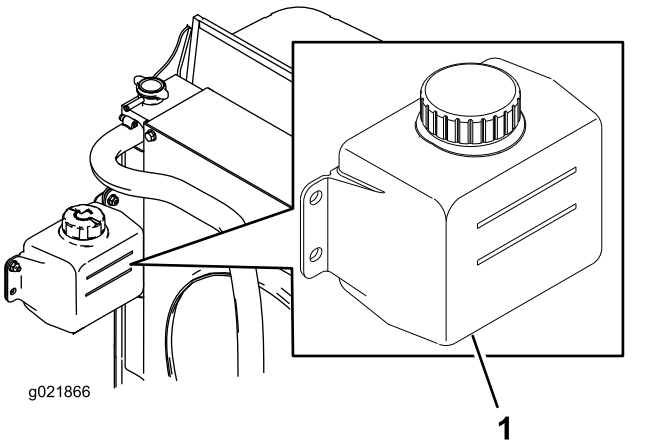

Figur 29
1. Kontroller kjølemiddelnivået i ekspansjonstanken (Figur 29).